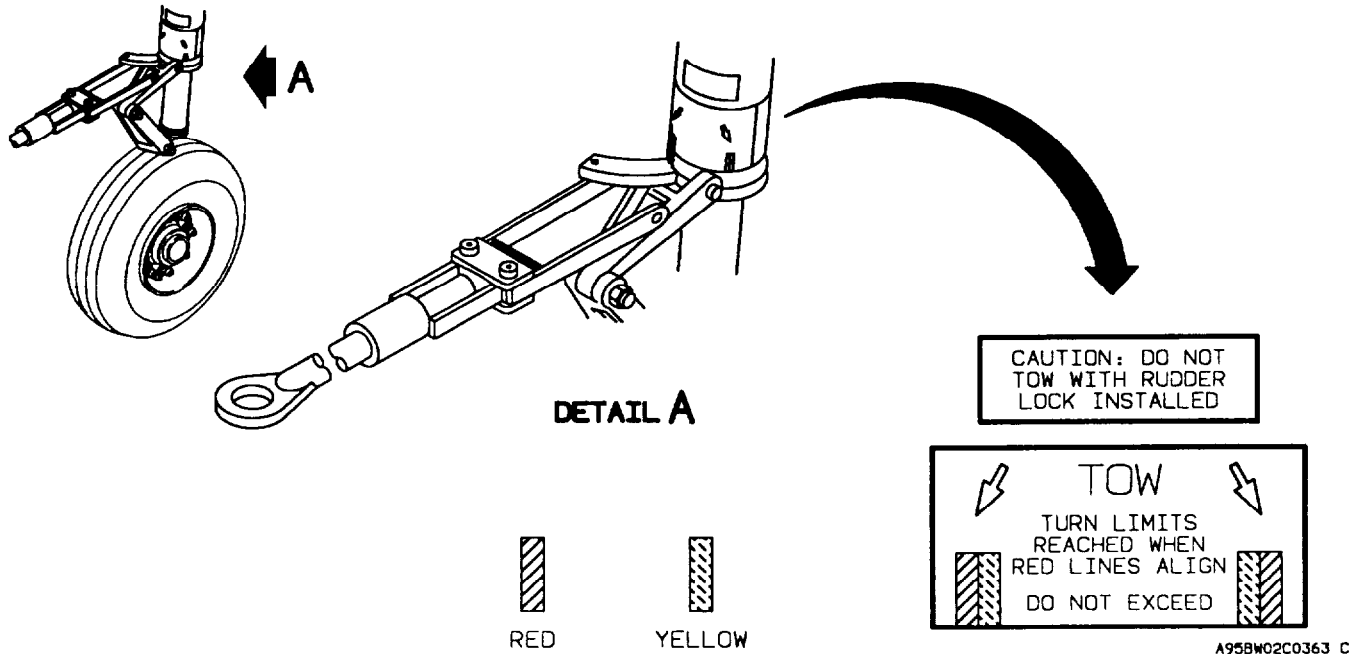

Figure 2-39. Towing Turn Limits
When the aircraft is being towed, a qualified person must be in the pilot's seat to maintain control by use of the brakes. When towing, do not exceed nose gear turn limits (fig. 2-39). Avoid short radius turns, and always keep the inside or pivot wheel turning during the operation. Do not tow aircraft with rudder locks installed, as severe damage to the nose steering linkage can result. When moving the aircraft backwards, do not apply the brakes abruptly. Tow the aircraft slowly, avoiding sudden stops, especially over snowy, icy, rough, soggy, or muddy terrain. In Arctic climates, the aircraft must be towed by the main gears, as an immense breakaway load, resulting from ice, frozen tires, and stiffened grease in the wheel bearings may damage the nose gear.
(2) Towing. Towing lugs are provided on the upper torque knee fitting of the nose strut. When it is necessary to tow the aircraft with a vehicle, use the vehicle tow bar. Never exceed the turn limit arrows displayed on the placard located on the nose gear assembly (fig. 2-39).